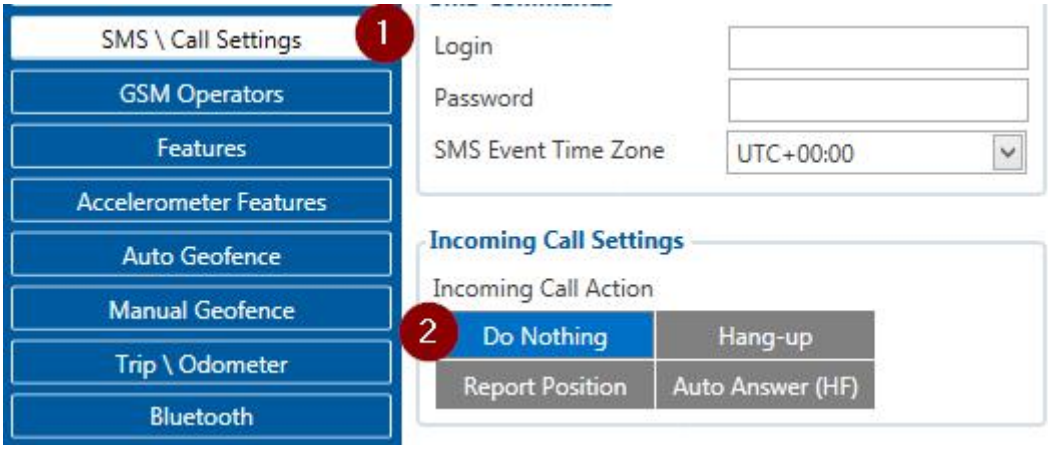

Figure 32 Incoming Call Action settings
- Go to "**SMS \ Call Settings**" in left menu and set "**Incomming Call Action**" to "**Do Nothing**" visible at **Figure 32**.